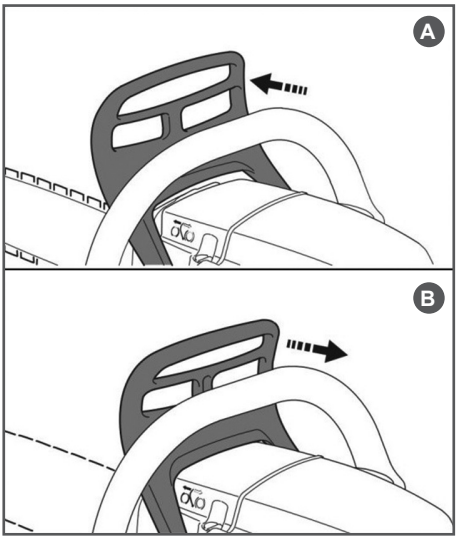

Рис. 7. Проверка механического тормоза.
3. Используя тормоз цепи, переместить левое запястье от себя и нажать им на ручку тормоза, не отпуская рукой переднюю рукоятку бензопилы (Рис. 7).
6. Взведите ручку тормоза (Рис. 7).